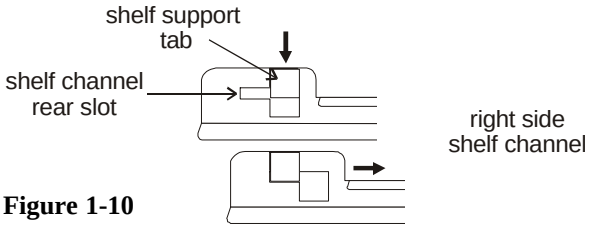

Figure 1-10
3. Install the shelf channels by placing the channel’s rear slot over the appropriate rear tab on the shelf support. Pull the shelf channel forward and engage the channel’s front slot into the shelf support’s appropriate forward tab. Refer to Figure 1-10.